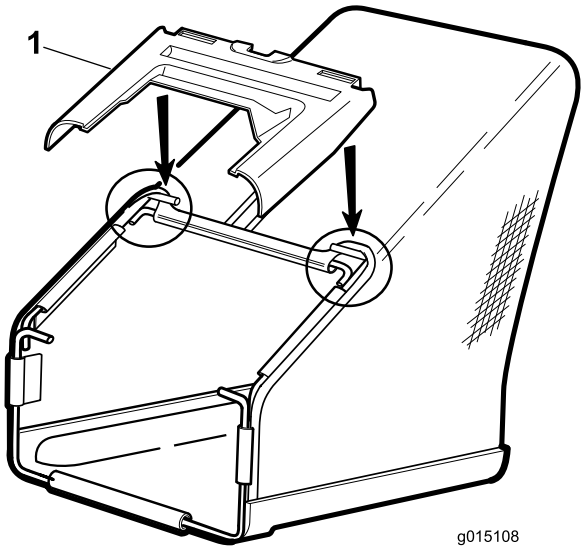

Figur 5
3. Monter plastikkdekselet på rammen som vist i Figur 5.